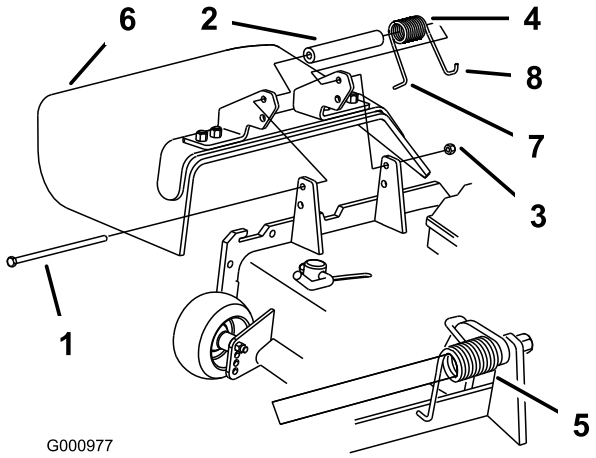

**Figur 92**
1. Ta bort låsmuttern, skruven, fjädern och distansbrickan som håller fast gräsriktaren på tappfästena (Figur 92). Demontera den skadade eller slitna gräsriktaren.
**Obs:** Se till att fjäderns **L**-formade ände sitter bakom däckkanten innan du monterar skruven i enlighet med Figur 92.
3. Montera skruven och muttern. Placera fjäderns **J**-formade ände runt gräsriktaren (Figur 92).